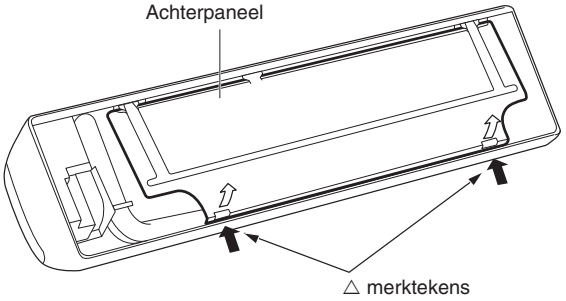

Afb. 3-2
(2) Druk op de 2 △ merktekens op de afdekking van het frame en maak de klemlippen los van het frame. (Afb. 3-2)